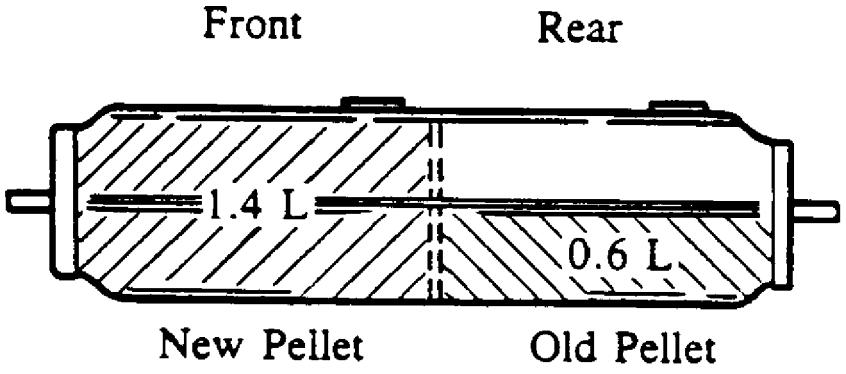

Fig. 19: Distribution of New and Old Pellets in Converter
11. Pour all the pellets from the plastic bag containing a smaller amount of pellets (0.6 L) into the drain hole No. 2. See Fig. 19.
NOTE: Do not forget that the remaining space (0.8L) in the rear of converter must later be filled with old pellets (see Fig. 19) from the converter removed from the customer's vehicle as described in Section IV-B, Step 8 through 11 below.